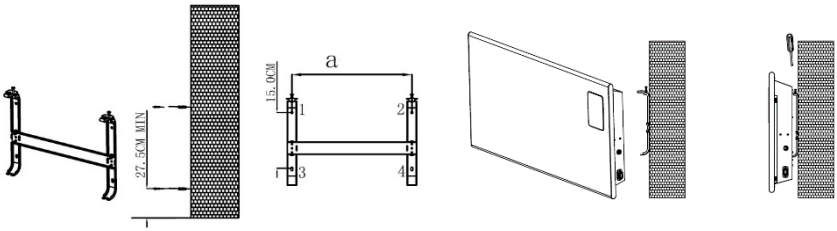

Рис.2 Установка на стену
3. Закрепите кронштейн на стене с помощью крепежа, входящего в комплект поставки. Просверлите отверстия необходимого диаметра (дрель Ф8) по меткам крепления, расстояние между отверстиями (см. «а» на **Рис.2**) 32 см, вставьте дюбели, приложите кронштейн и закрутите шурупы, закрепив тем самым кронштейн на стене. (**Рис.2**)
4. Подвесьте прибор на кронштейн, совместив кронштейн и отверстия в задней панели прибора. (**Рис.2**)
5. Затяните винты на верхней части кронштейна, чтобы зафиксировать конвектор. (**Рис.2**)